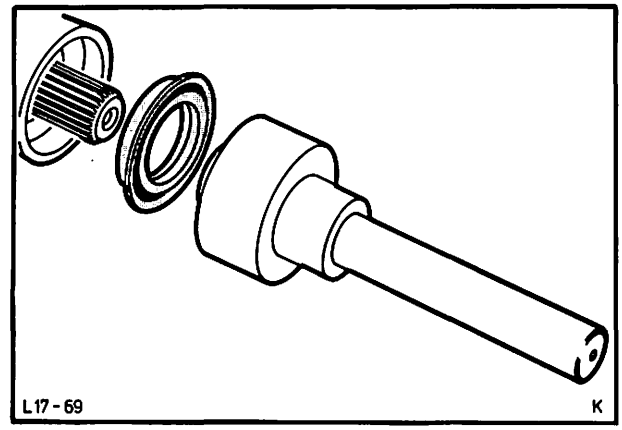

Abb. 119 Radialdichtring – Getriebeverlängerung mit Werkzeug 17-002 einpressen
3. Neuen Radialdichtring mit Werkzeug 17-002 einpressen. Abb. 119.